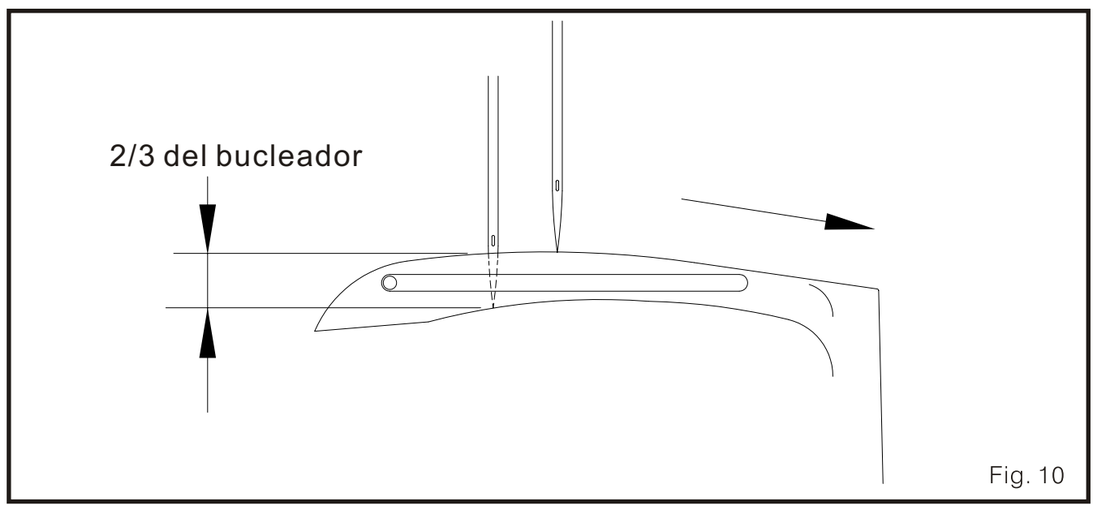

Fig. 10
(1) 2-agujas: La punta del la aguja izquierda esta a 2/3 del bucleador. (Fig. 10)